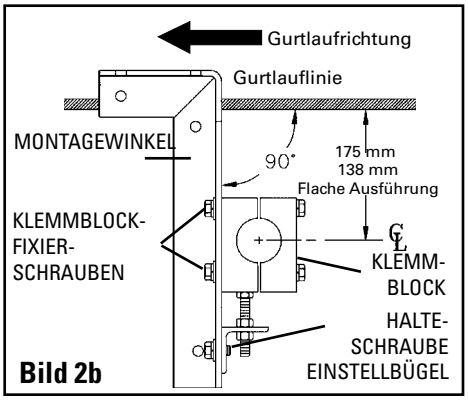
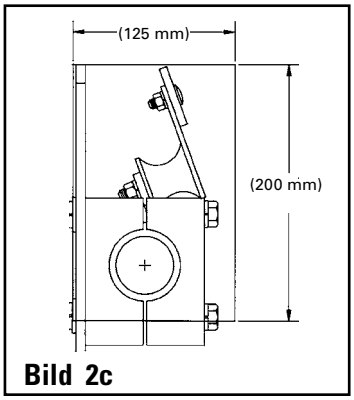

Bild 2b
Bild 2c
- Wenn Sie den Abstreifer im Bereich der Übergabestation montieren wollen, müssen Sie ggf. eine Zugangsöffnung in der Station für die Montage und spätere Kontrollen vorsehen (vergleichen Sie hierzu die Angaben in Bild 2c)
Positionieren Sie nun den Montagewinkel entlang dieser Linie so, dass die Mitte der Spannblöcke genau bei der 175 mm (138 mm für P-LS)Markierung liegt (Bild 2b). Wenn Sie die Spannblöcke bewegen müssen, lösen Sie die Befestigungsschrauben und die Feststellschraube und bewegen Sie die Spannblöcke an die Stelle, an der die Steckachsenmitte genau auf der 175 mm (138 mm für P-LS)Markierung unterhalb der Bandlauflinie liegt. Schrauben oder schweißen Sie nun den Montagewinkel an die Übergabestation. Wiederholen Sie diese Schritte an der gegenüberliegenden Seite. Bitte beachten Sie, dass Sie mindestens auf einer Seite der Übergabestation eine Wartungsöffnung benötigen (Dimensionen Bild 2c).